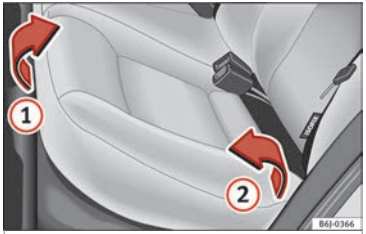
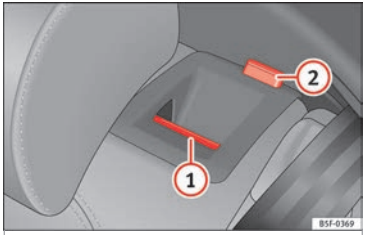

Fig. 131 Folding up the rear seat cushion.
Fig. 132 On the rear seat backrest: release catch (1); red mark (2).
– Pull the front edge of the seat cushion ››› **Fig. 131** (1) upwards in the direction of the arrow.
– Lift the cushion (2) forwards in the direction of the arrow.
– Push the unlock button ››› **Fig. 132** (1) forwards and at the same time lift the backrest. The rear seat backrest is not engaged when the red marking of the button (2) is visible.